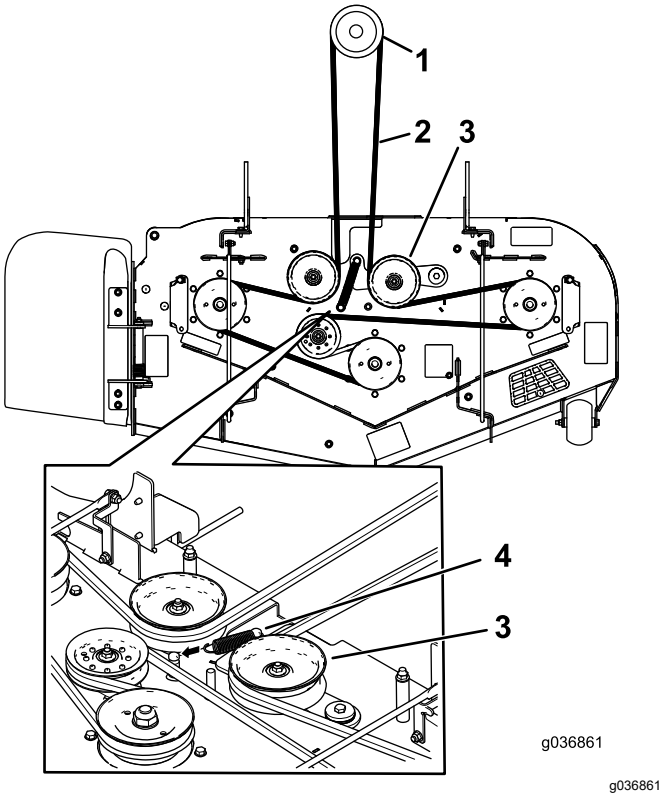

**Figur 61**
10. Før den nye rem rundt om plæneklipperens remskiver og koblingsremskiven under motoren (Figur 61).
11. Fastgør styrefjederen (Figur 61).